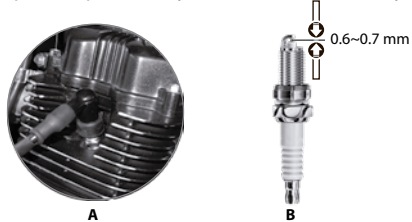

Imagen 16. Bujía.
1. Localizar el cable de la bujía en el lado derecho de la italika FTI150 ts. Ver imagen 16-A.
6. Verificar la calibración de los electrodos de la bujía, la cual debe ser de 0.6 a 0.7 mm. Ver imagen 16-B.